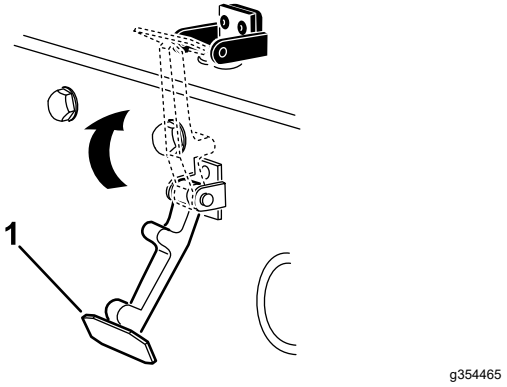

Figuur 34
6. Haak de sluiting op de vergrendelbeugel van de motorkap (Figuur 34).